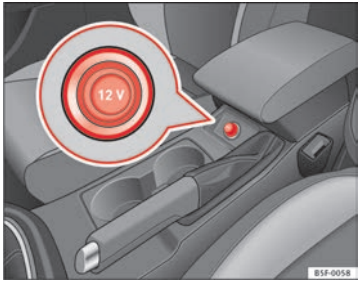

Fig. 77 Centre console: front/rear 12-volt power socket
– Remove the connector located in the centre console of the power socket ⇒ Fig. 77.